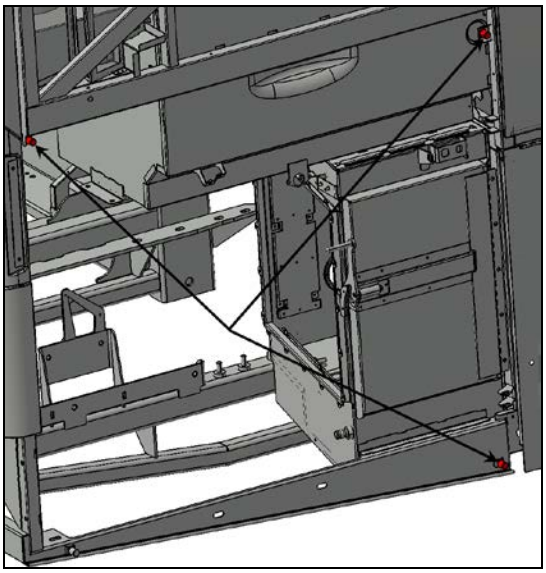
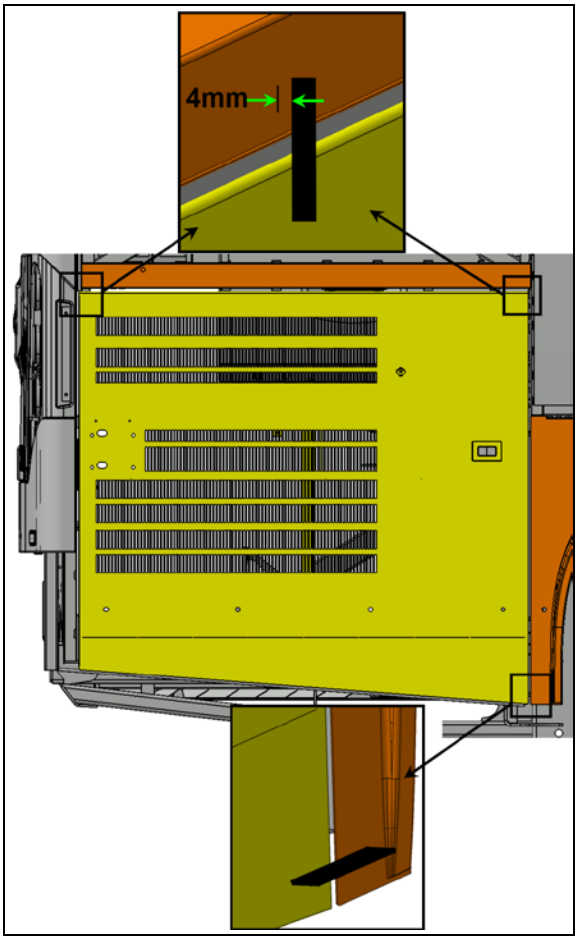

FIGURE 123
FIGURE 124
18. Screw in or out the two upper stoppers so that the upper part of the door exceeds the horizontal member by 5/32" to 3/16" (4mm to 5mm) (see FIGURE 123 & FIGURE 124).